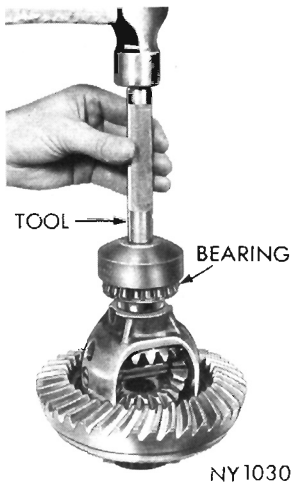

Fig. 16—Installing Differential Bearing Cone
(1) Install thrust washers on differential side gears and position gears in case.
(2) Place thrust washers on both differential pinion gears and mesh the pinion gears with the side gears, having pinion gears exactly 180° apart.
(3) Rotate side gears to align pinion gears and washers with differential pinion shaft holes in case.
(4) Install differential pinion shaft with care not to damage thrust washers. Hole in pinion shaft must align with lock pin hole in differential case.
(5) Install lock pin in differential case from drive gear tooth side.
(6) Position drive gear on differential case to separate the points of maximum runout 180° apart and start all bolts through case into drive gear. Finger tighten. (LEFT HAND THREAD.)
(7) Tap drive gear against differential case flange with non-metallic mallet. Tighten bolts to 55 foot-pounds.
(8) Install differential bearing cones with Tool C-3716 (Fig. 16).